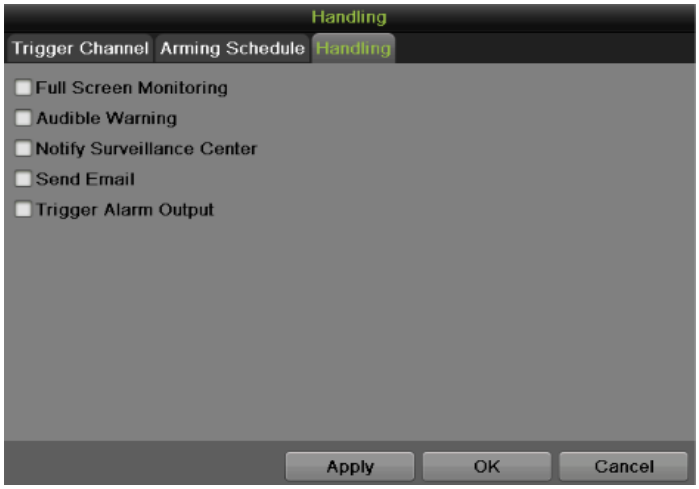

Figure 91 Handing Settings Menu
3) Select the Handing tab, as shown in Figure 91.